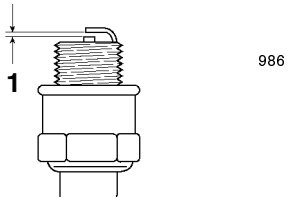

Bild 20
5. Stellen Sie den Elektrodenabstand auf 0,76 mm ein (Bild 20).